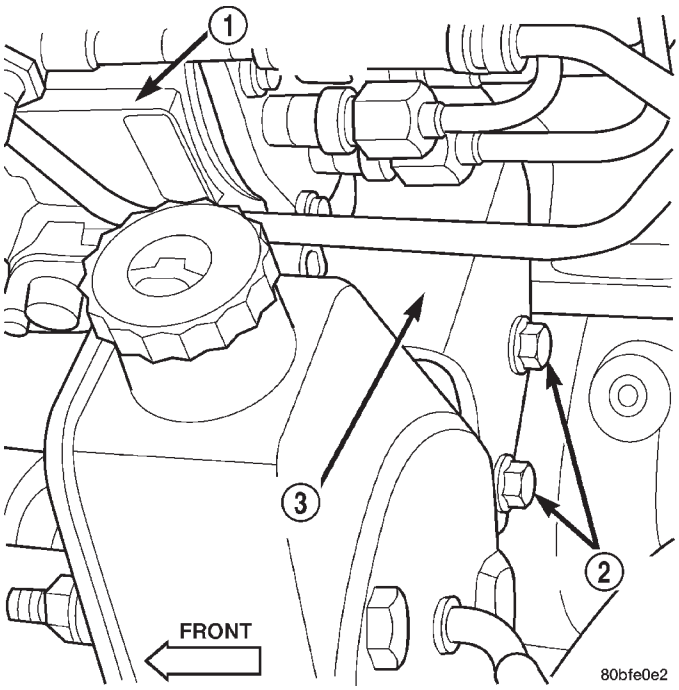

Fig. 38 Rear/Lower Pump Bracket and Mounting Bolts
(14) Remove 2 rear/lower pump bracket bolts (Fig. 38).